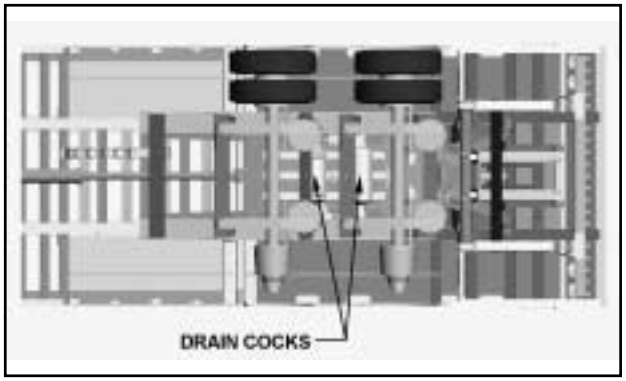

Figure 4-8 Drain Cock Locations
- **d.** Drain air reservoir daily. A drain cock on the bottom of each air reservoir vents the tank to drain collected water and oil. If held open, air pressure in the tanks is relieved, causing the emergency or parking brakes to be applied **(See Figure 4-8)**.